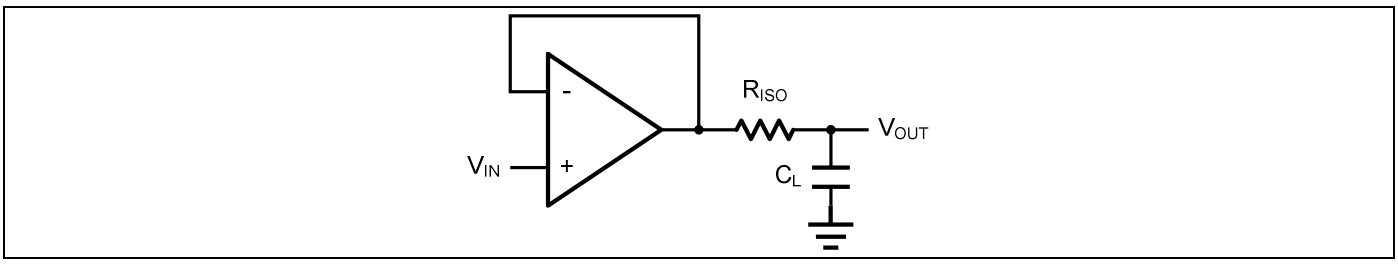
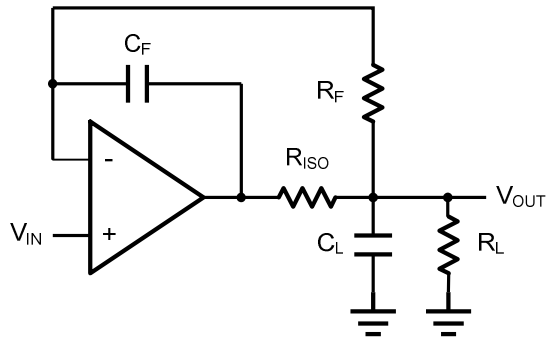

Figure 2. Indirectly Driving a Capacitive Load Using Isolation Resistor
Figure 3. Indirectly Driving a Capacitive Load with DC Accuracy
The GS855x family is optimized for bandwidth and speed, not for driving capacitive loads. Output capacitance will create a pole in the amplifier's feedback path, leading to excessive peaking and potential oscillation. If dealing with load capacitance is a requirement of the application, the two strategies to consider are (1) using a small resistor in series with the amplifier's output and the load capacitance and (2) reducing the bandwidth of the amplifier's feedback loop by increasing the overall noise gain. Figure 2. shows a unity gain follower using the series resistor strategy. The resistor isolates the output from the capacitance and, more importantly, creates a zero in the feedback path that compensates for the pole created by the output capacitance.
The circuit in Figure 3 is an improvement to the one in Figure 2. R_F provides the DC accuracy by feed-forward the V_{IN} to R_L. C_F and R_{ISO} serve to counteract the loss of phase margin by feeding the high frequency component of the output signal back to the amplifier's inverting input, thereby preserving the phase margin in the overall feedback loop. Capacitive drive can be increased by increasing the value of C_F. This in turn will slow down the pulse response.